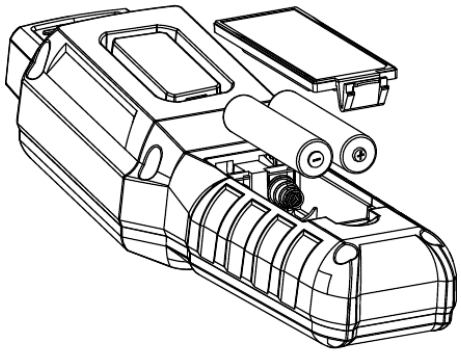

Figura 6
a. Bateria standard este formată din 2 baterii AAA de 1,5 V; consultați Figura 6 pentru instalarea sau înlocuirea bateriilor.